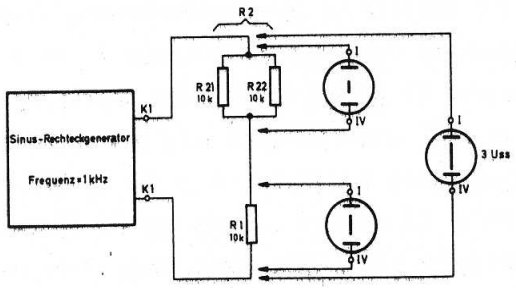

Abb. 31
3.4. Widerstände in Parallelschaltung (Abb. 31)
Soll die Belastung eines Widerstandes verringert werden, so muß der Stromfluß auf zwei Widerstände verteilt werden. Die Schaltung in Abb. 31 zeigt R1 in Reihe mit der Parallelschaltung R21 / R22. Alle Widerstände haben den gleichen Wert, die Gesamtspannung beträgt 3 Vss. Der Spannungsabfall an dem Widerstand R1 beträgt 2 Vss. Der Strom im Widerstand R1 läßt sich wieder nach der Formel errechnen: